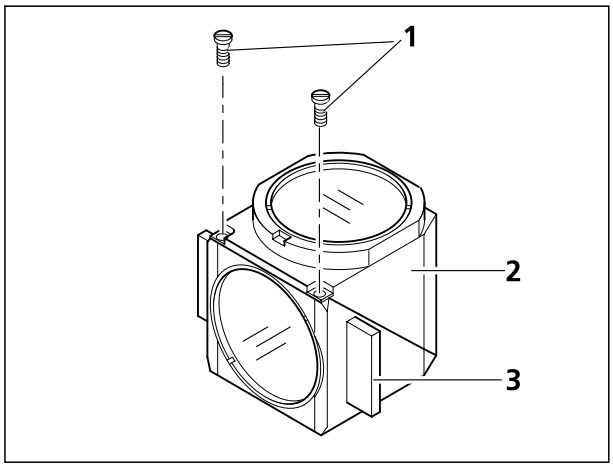

Bild 3-48 Modul öffnen
- Die beiden Schlitzschrauben (Bild 3-48/**1**) mit Schraubendreher lösen.
- Beide Hälften des Reflektormoduls (Modulhälfte **Emission** (Bild 3-48/**2**) und Modulhälfte **Anregung** (Bild 3-48/**3**) zusammenhalten, entgegen der Einbaulage umdrehen und ablegen.